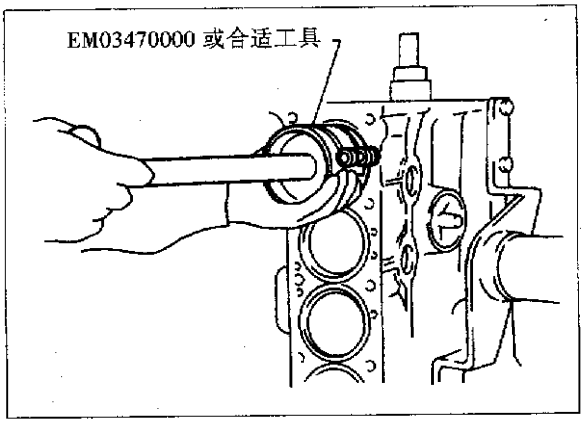

图 2-9-37
a. 见图 2-9-37，用工具把带连杆的活塞装入相应汽缸中。注意连杆不得刮伤汽缸体内壁。应使活塞头部的前方标记朝向发动机前方。
⑦安装连杆轴承盖。
⑧测量连杆侧隙。连杆侧隙标准值为 0.20~0.35mm；极限值为 0.40mm。若侧隙超过极限值，应更换连杆或曲轴。
⑨安装后油封支承盘。